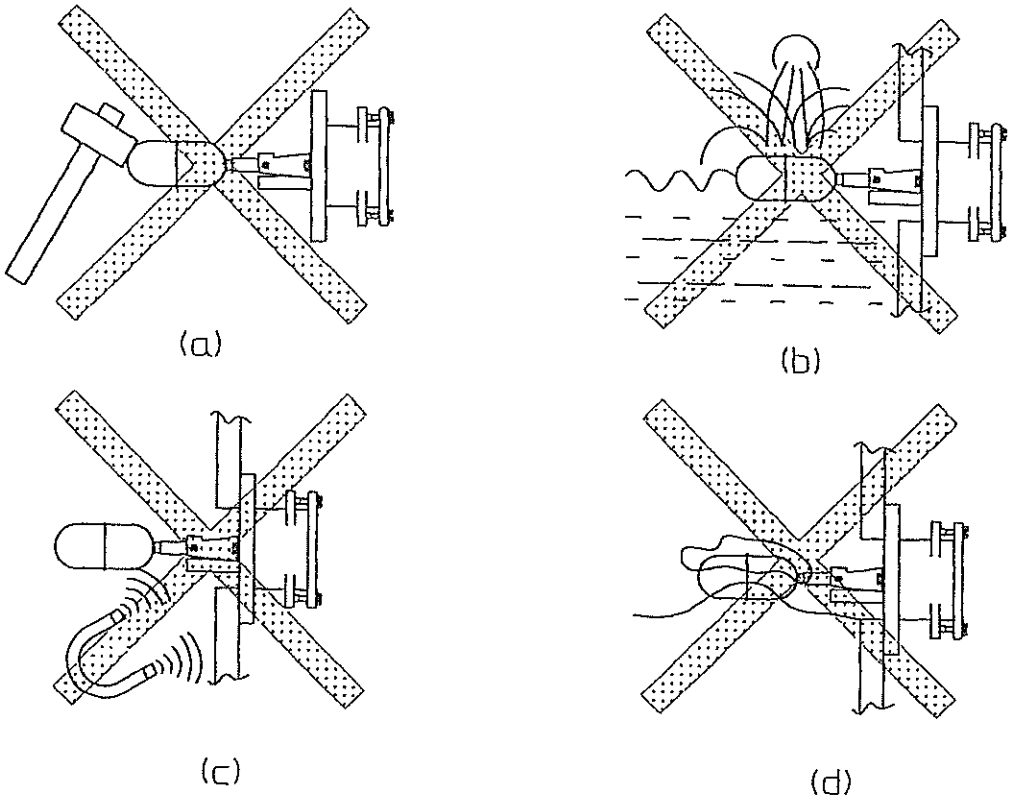

図１２
(2) 本品を落としたり、フロート、シャフト等に強い衝撃を与えないようご注意ください。(図１２ (a)参照)
(3) 給廃液口の近くに取り付けないでください。チャタリング等、誤動作の原因になります。(図１２ (b)参照)
(4) ポンプ、電磁弁など強磁界を発生させる機器の近く、または鉄粉など強磁性体が大量に含まれている液体でのご使用はお避けください。動作不良の原因となります。(図１２ (c)参照)
(5) 浮遊物が大量に含まれている液体、高粘度の液体など接液部に付着物が生じる恐れのある場合は、定期的な洗浄が必要です。(図１２ (d)参照)